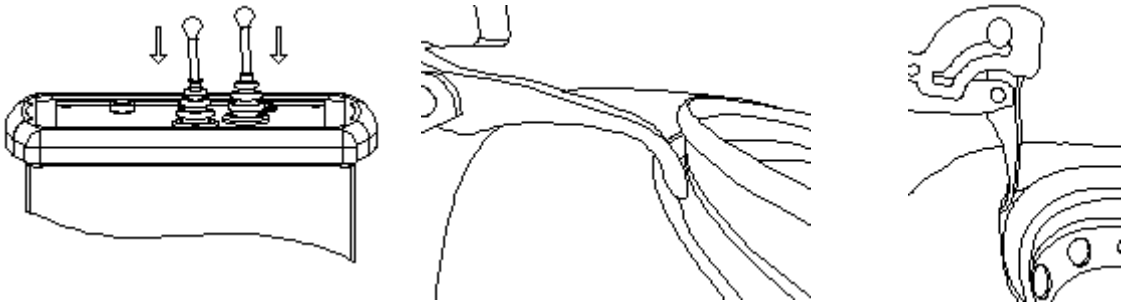

Рис. 5
2. Одночасно повільно перемістіть ручку керування 1 (21) і рукоятку керування 2 (22), щоб поворотний патрон повернувся вниз, і перемістіть ручку керування 1 (21) угору, коли шків опуститься до у відповідному положенні (див. рис. 5), щоб зробити гачок для демонтажу шини та зафіксувати шину.
3. Перемістіть рукоятку керування 2 (22) вгору, щоб підняти шків, щоб шина, піднята гаком для демонтажу шин 8, була на відстані 10-20 мм від сталевого кільця;